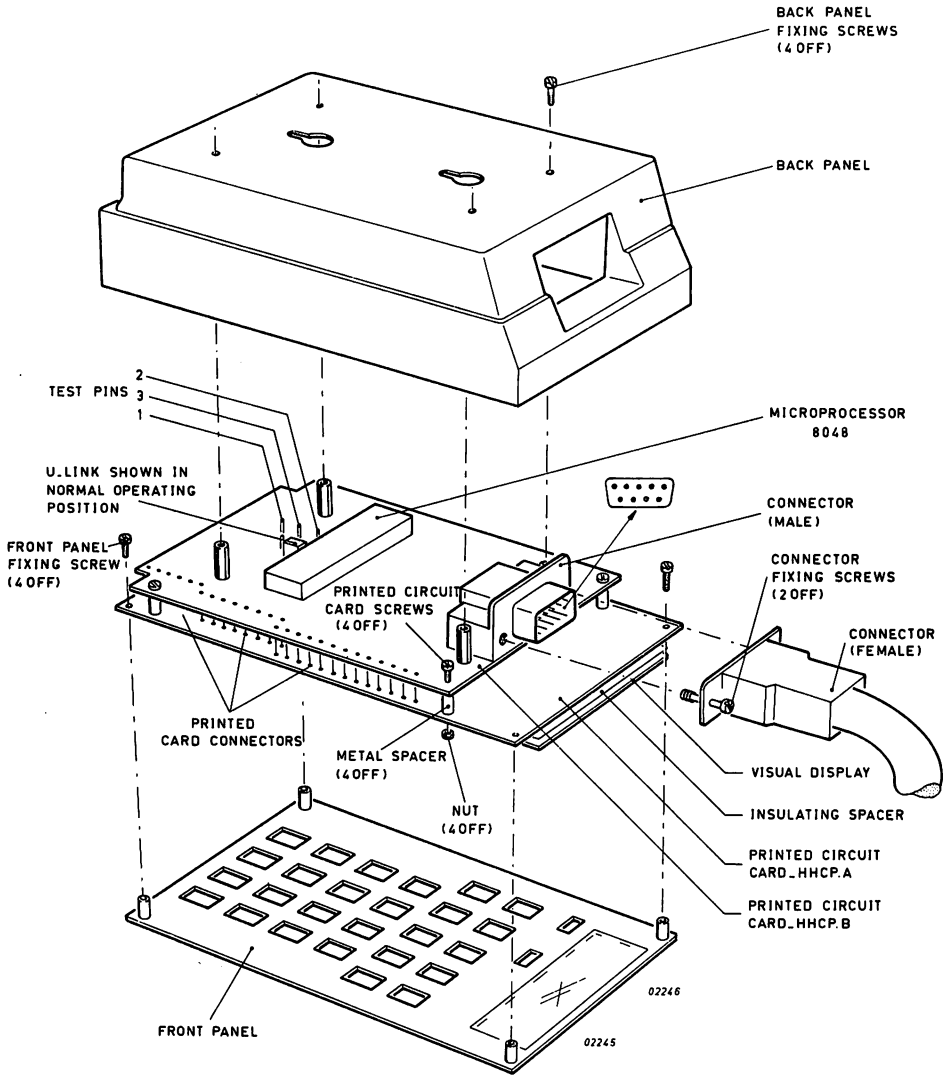

Figure 1.7 EXPLODED VIEW OF HAND HELD CONTROL PANEL
The main program and sub-routines are contained in the 1K programmable ROM. A flow chart for the main program is given in figure 1.7. At any time except during transmit routine an initialisation the program may be interrupted by incoming serial data which is input to the microprocessor at the INT terminal. The START bit of the first received character from the CPU causes the program to jump to the interrupt routine. Digits are displayed one at a time, so the displayed digit is changed every 2.6ms (by the visualisation routine) to maintain a continuous display.
Set switch LOCK to LOCK position before disconnecting connector at system end of connecting cable (refer to figure 1.7).
First check that the U-link on printed circuit card HHCP. B is fitted in the normal running position, (see figure 1.7). The sequence for reassembly is then the reverse of that for disassembly. After reassembly check the physical operation of all push buttons and switches to check that they operate freely and do not foul against the front panel.
Three test pins mounted on printed circuit card HHCP. B may be used for testing the panel. The pins are shown in figures 1.7 and 1.9.
A U-link connector normally positioned as shown in figure 1.7 connects the microprocessor External - (memory) Access input (EA) to OV. When the panel is being tested U-link may be moved to test position which leaves the EA Input open circuit.